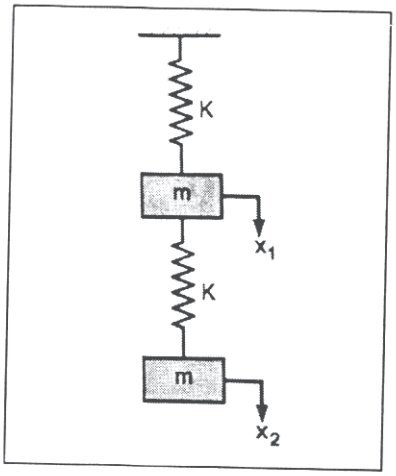

Fig. 6b
b) For a spring-mass system shown in Fig. 6b, find Eigen values and Eigen vectors by matrix method. **[10]**